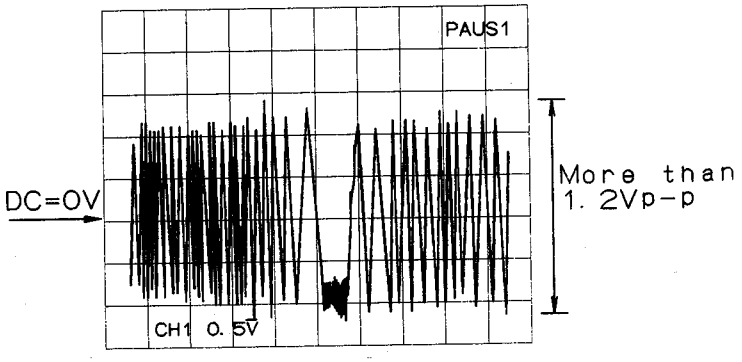

Figure 38-2
*1: Short-circuit the TP9 (T.S.OFF) and GND. Adjust so as to obtain symmetric waveform (Fig. 38-2) when DC is 0V.
So einstellen, daß man symmetrische Wellenform (Abb. 38-2) bekommt,wenn die Gleichspannung 0V ist.
Effectuer l'ajustement pour obtenir une forme d'onde symétrique (Fig. 38-2) lorsque le courant continu est de 0V.